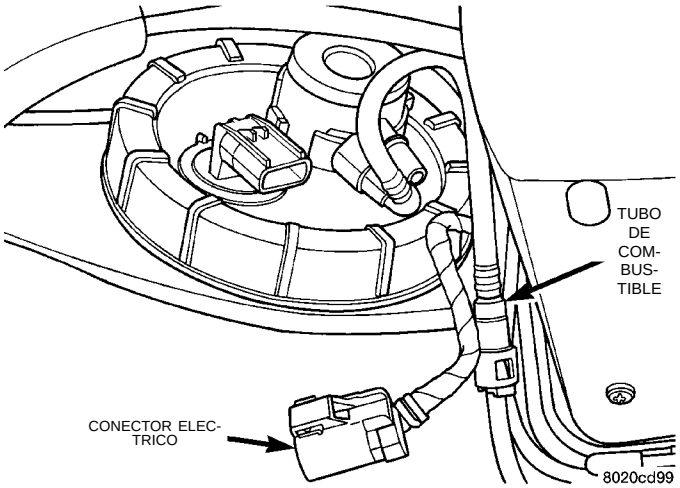

Fig. 51 Conector eléctrico del módulo de la bomba de combustible
(23) Inspeccione la conexión eléctrica del módulo de la bomba de combustible en el depósito de gasolina para detectar posible corrosión o daños (Fig. 51). Verifique que el tubo de alimentación de combustible no esté estrangulado, retorcido o dañado.